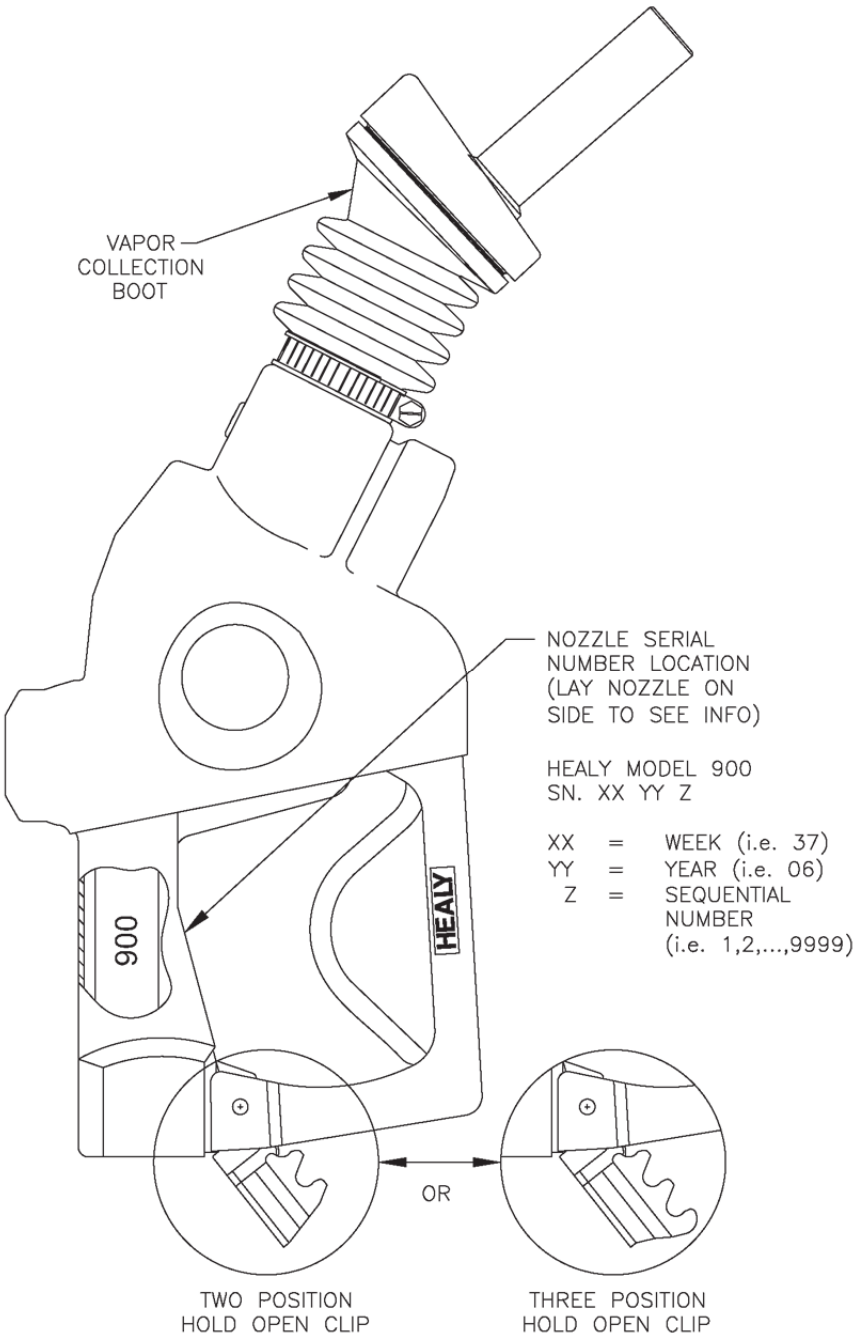
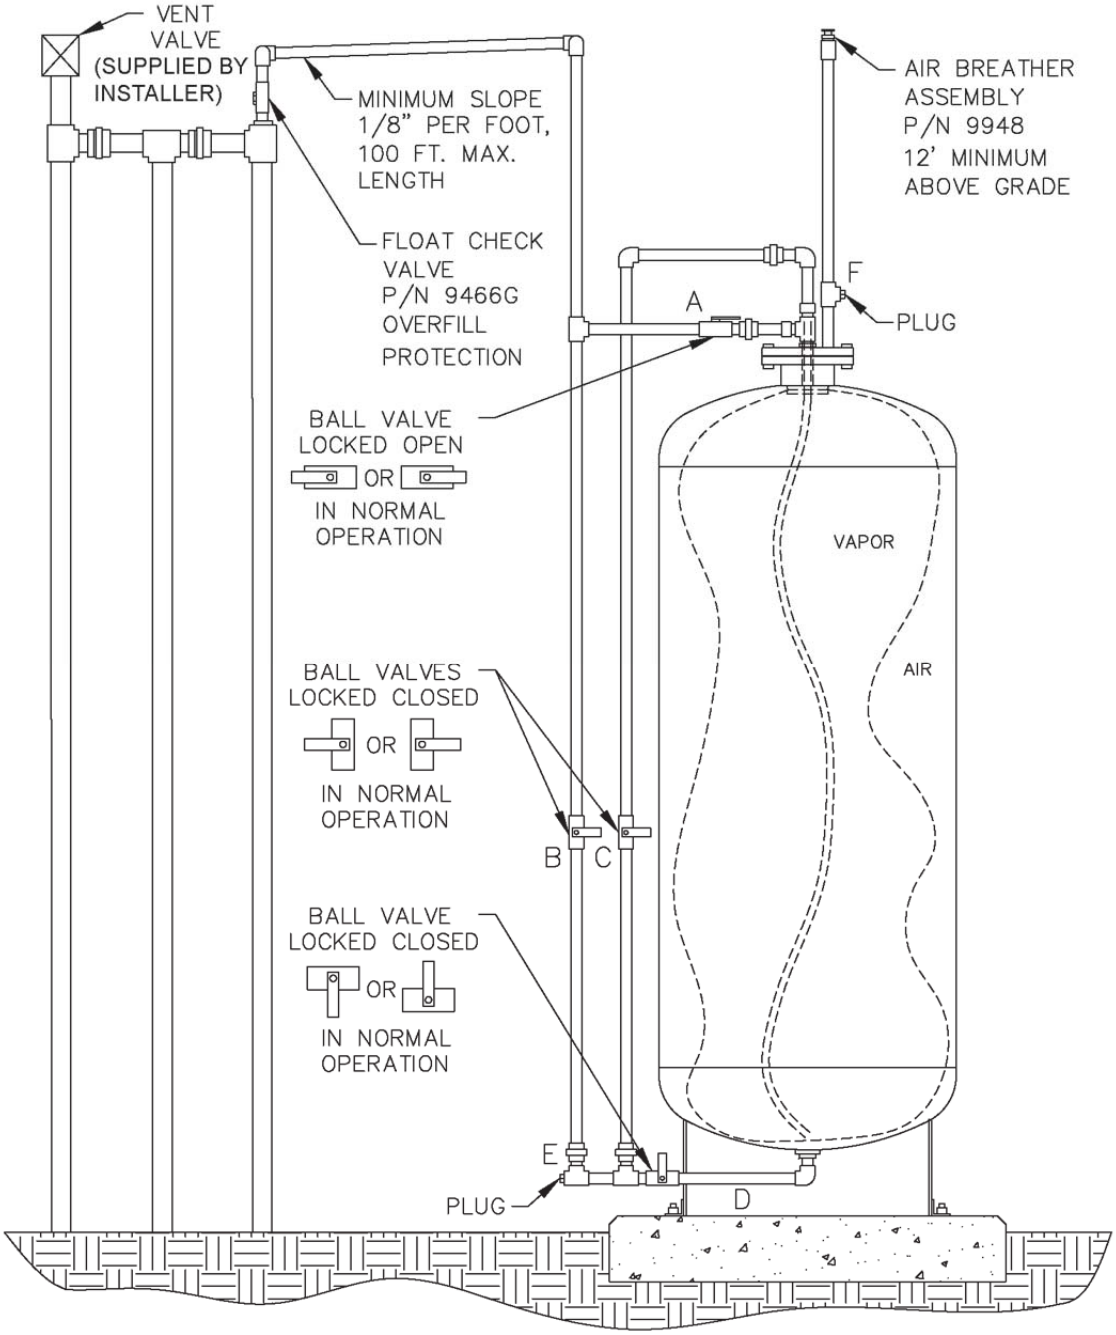

FIGURE 2-2
FIGURE 2-2H
b. Unless there is maintenance or testing being conducted on the Clean Air Separator, the system shall be removed from service when the four ball valves are not locked in the positions shown in **Figure 2-2** or **2-2H** for normal Clean Air Separator operation. Figure 2-2 applies to vertical Clean Air Separator installations and Figure 2-2H applies to horizontal Clean Air Separator installations.